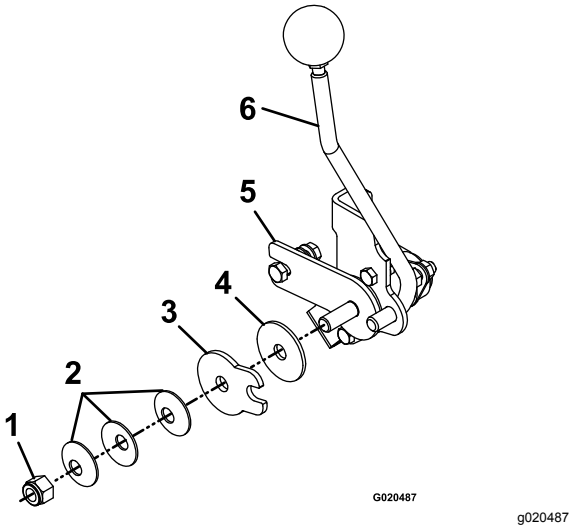

Figur 65
3. Justera svängmuttern som sitter i änden av rörelsereglageaxeln framför den högra konsolen (Figur 65).